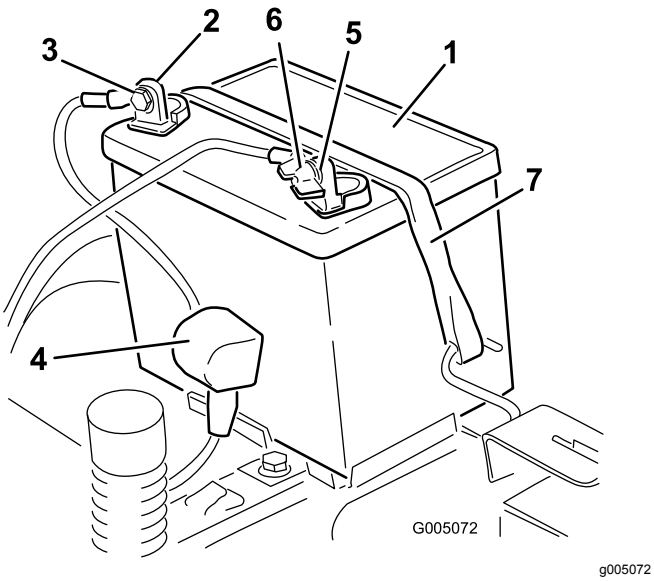

Figura 46
4. Desligue o cabo negativo (preto) do pólo da bateria (Figura 46).
6. Desligue o cabo positivo (vermelho) do pólo da bateria (Figura 46).
7. Retire o suporte da bateria (Figura 46) e levante a bateria para a retirar da respetiva plataforma.
1. Posicione da bateria no tabuleiro (Figura 46).
5. Prenda a bateria ao suporte (Figura 46).